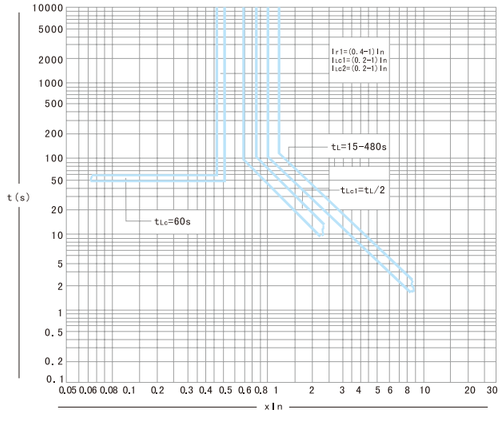
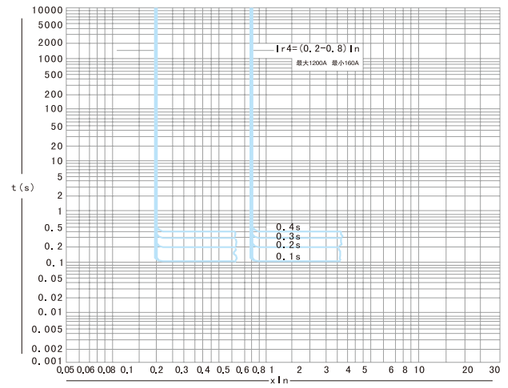

Figure 3 Load monitor and control
Figure 4 Load monitor and control
● a. Ammeter function: display the operating current of each phase and the grounding leakage current. Display the maximum phase current in normal state. Can also display the current value or time value of setting, testing and fault. ● b. Voltmeter function: display each line voltage. Display the maximum value in normal state . ▲ ● c. Load monitoring function: Set 2 setting values, ILc1 setting range (0.2-1) In, ILc2 setting range (0.2-1) In. ILc1 delay characteristic is inverse-time limit characteristic and its time setting value is 1/2 of delay setting value. ILC2 delay characteristic has two kinds. The first is the inverse-time limit characteristic and its time setting value is 1/4 of the long delay setting value; the second is the definite-time limit characteristic and its delay time is 60s. The former delay function is used to break subordinate non-important load when the current is close to the overload setting value. The latter delay function is used: when the current exceeds the ILC1 setting value, it time-delay breaks the subordinate non-important load, making the current decrease, thus protecting the power supply of the main circuit and important load circuit; when the current decreases to ILc2, after a certain delay a signal is issued to reconnect the subordinate part of the circuit, restoring the power supply of the entire system. User can choose one of the above two monitoring protections. The monitoring characteristics are shown in Fig. 3 and Fig. 4.▲ ● d. Setting function: The controller parameters can be adjusted by using 4 buttons: set, up, down and enter. ● e. Test function: All kinds of protection characteristics of the controller can be checked by using buttons: set, up, down, enter, etc. ● f. Remote monitoring and diagnostic functions (1) The controller has the function of fault self-diagnosis function. When the computer fails, it can issue the error "E" display or alarm, and restart the computer at the same time. The circuit breaker can also be disconnected when required by the user. (2) When the regional ambient temperature reaches 85℃, it can issue alarm and disconnect the circuit breaker at a low current(required by user). (3) Intelligent controller has signals such as overload, grounding, short-circuit, load monitoring, pre-alarm, tripping indication (OCR) outputting through contacts or optocouplers, making it convenient for remote control. Contact capacity is DC28V 3A, AC125V 3A. ● g. When the regional ambient temperature reaches 85℃, it can issue alarm and disconnect the circuit breaker at a low current(required by user). ▲ (1) MCR on-off protection is mainly used when the circuit is closed in the fault state (controller power-on moment), the controller has the function of breaking the circuit breaker with low short-circuit current. The factory setting is 10 kA with error of ±20% and the setting current can be set according to user's requirements. (2) The controller has this function: in case of very large short-circuit current, controller will directly issue the tripping signal without the host chip processing the signal.	● In addition to all the functions of M-type, H-type also has serial communication interface, which, through special equipment, can match printer, language system or PC. Many parameters, such as the No. of circuit breaker, ON/OFF state, setting values of trippers, operating current, operating voltage, fault current, action time and fault state, can be transmitted and displayed or printed in forms of texts, graphics, etc. The remote measurement, remote adjustment, remote control and remote communication can be achieved, which are suitable for the network systems. (1) Communication interface hardware support: central processor 16-bit microprocessor, clock frequency 25MHz, communication baud rate up to 1MHz, port compliance with EIA RS485 protocol, support duplex, half-duplex mode, use cables of dual-core 8-pair type, use shielded wires in serious interference occasions. (2) Data transmission mode support: support serial synchronous and serial asynchronous; support 8-bit and 9-bit data transmission mode; support parity check; parallel communication can be achieved if necessary. (3) The communication interface protocol is divided into three layers: application layer, link layer and physical layer. Each layer use its dedicated protocol. (4) The function of communication interface: used mainly to realizes the four remote functions required by low-voltage distribution system, namely, remote control, remote adjustment, remote measurement and remote communication.